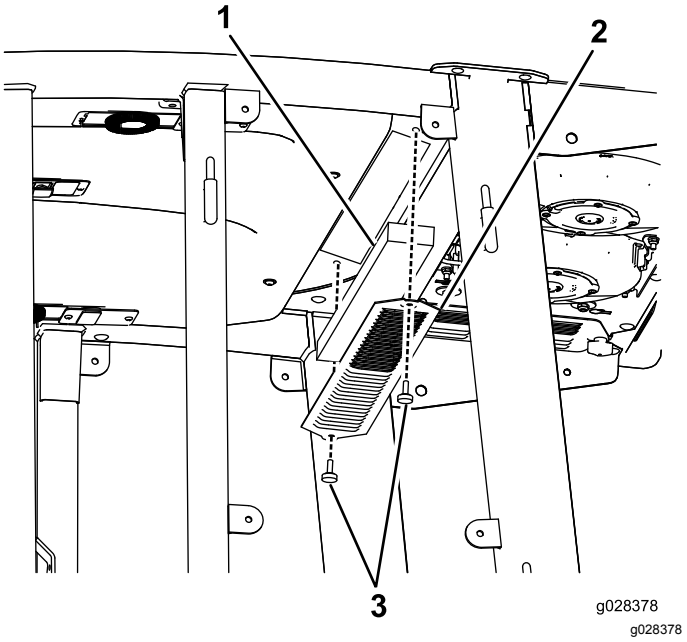

Figur 112
1. Afmonter skruerne og ristene fra luftfiltrene inden i førerhuset og bag førerhuset (Figur 112).